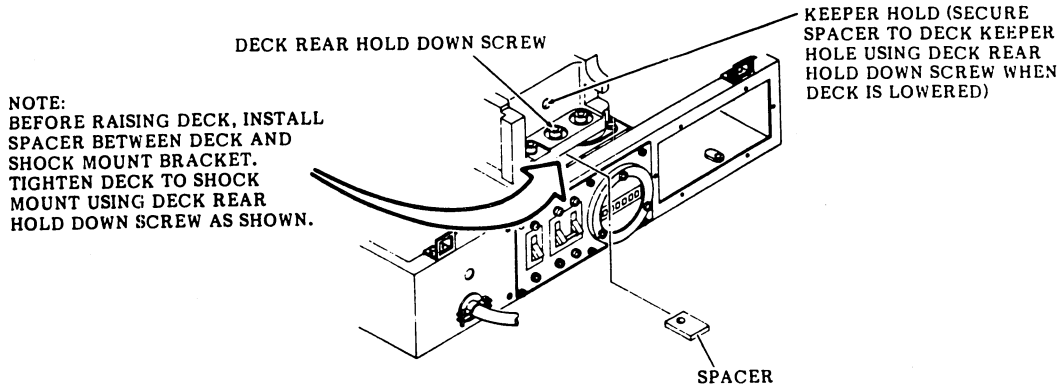

Figure 6J-4. Deck Rear Hold-Down Screw
6. Raise the deck and install the support bracket. (See figure 6J-3.)